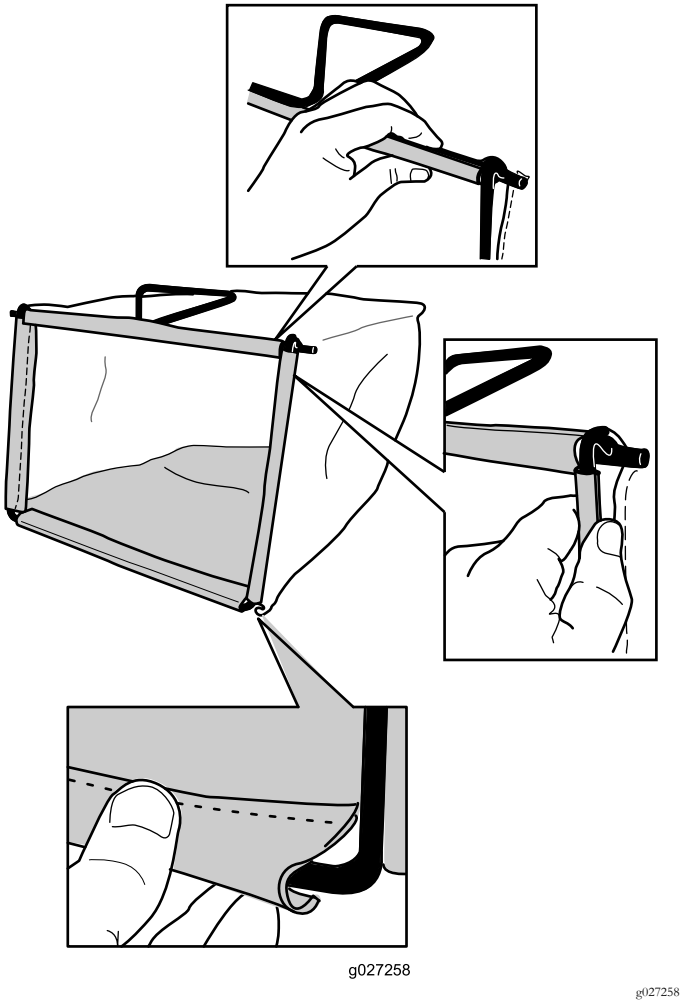

Figura 10
2. Enganche el canal inferior de la bolsa en la parte inferior del bastidor (Figura 10).
3. Enganche los canales superior y laterales de la bolsa en la parte superior y en los laterales del bastidor, respectivamente (Figura 10).